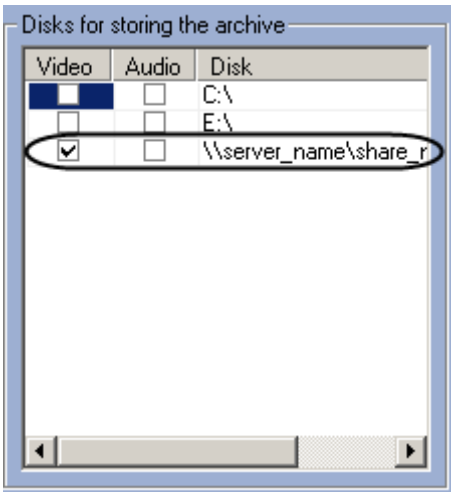

Figure 13.4-2 Setting UNC path to network disk
1. Go to the last line in the list of disks and click the "↓" key (Figure 13.4-2).
2. Set a path to the network disk in appeared line in the "Disk" column (Figure 13.4-2). UNC path is set in "\\server_name\share_name" format where the "server_name" is the name of file server and the "share_name" is the network name of public folder.